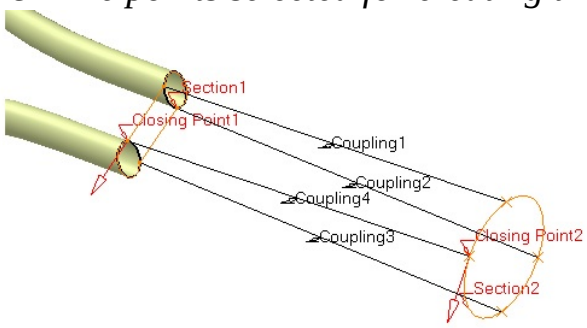

Figure 10-85 *Couplings for creating the multi-sections surface*
18. Similarly, add the second, third, and fourth couplings on the sections, as shown in Figure 10-85.